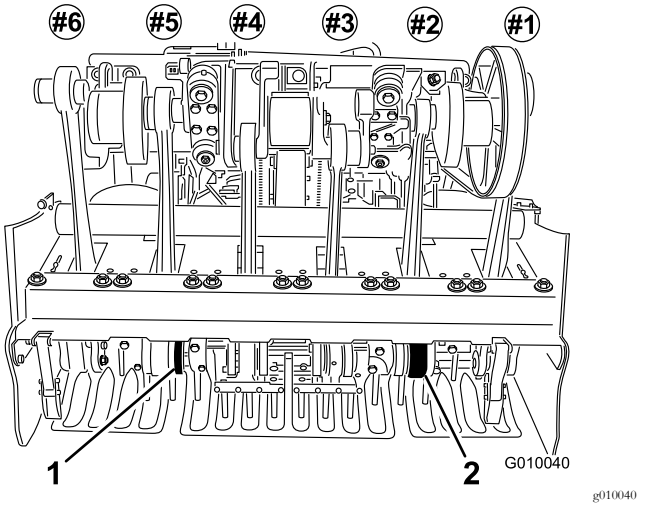

**Figur 25**
6. Installer pipene på pipeholderne nr. 2 og nr. 5 (Figur 25). Stram til boltene.